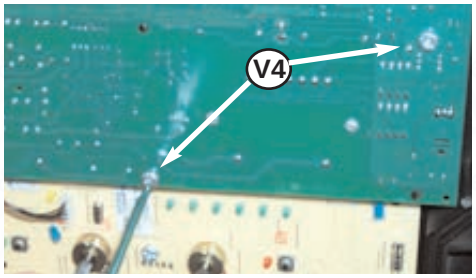

Fig. 98
7. Remove the two screws "**V4**" (see Fig. 98) on the PCB, unplug the electrical connections